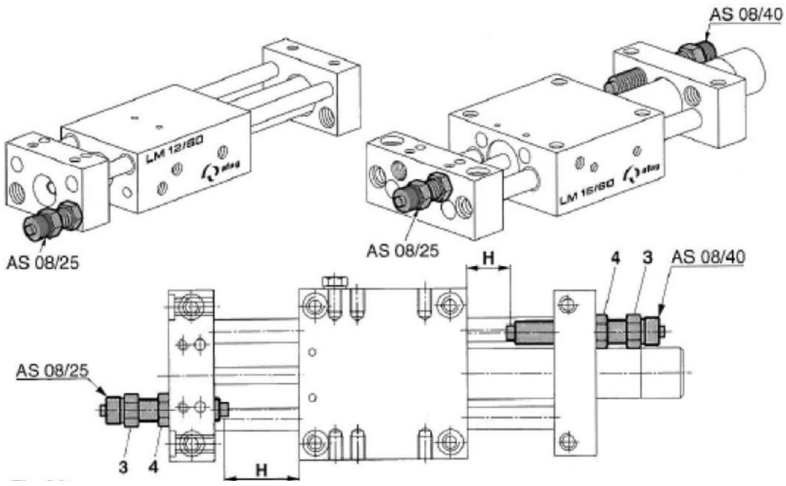

Fig. 20 Réglage de la course à l'aide de vis d'arrêt
1. Régler la course (H) en ajustant la vis d'arrêt (Fig. 20, 3).
2. Fixez la vis d'arrêt avec le contre-écrou (Fig. 20, 4).